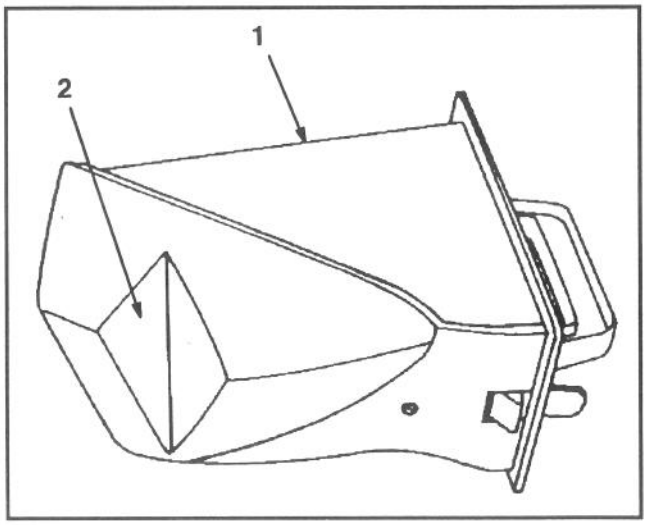

Abb. 7
C. Ein Mulchstöpsel, der im Auswurftunnel montiert wird (ein viertes Umlenkblech befindet sich auf dem Mulchstöpsel) (Abb. 7).
Das Mähen ist auch ohne den Mulchstöpsel möglich, wenn die Tür zum Auswurftunnel geschlossen wird. Aber das Aussehen Ihres Rasens wird zufriedenstellender sein, wenn der Mulchstöpsel mitverwendet wird, da er ein zusätzliches Umlenkblech (Abb. 7) hat, das das Geschnittene nach unten ins Gras schleudert.